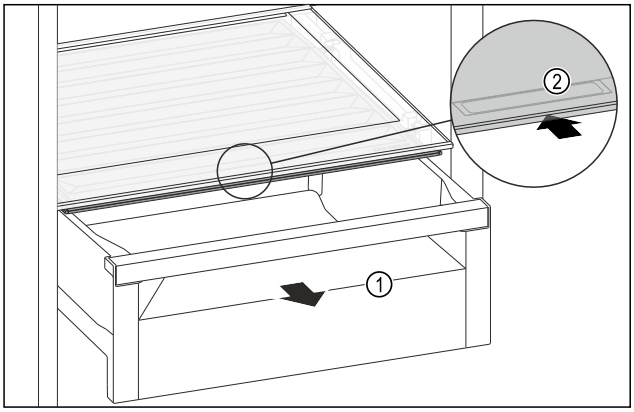

Fig. 201
▶ Витягніть висувний ящик *Fig. 201 (1)*.
▶ Візьміться за потайну ручку *Fig. 201 (2)* на кришці відділення й одночасно посуньте кришку відділення назад.